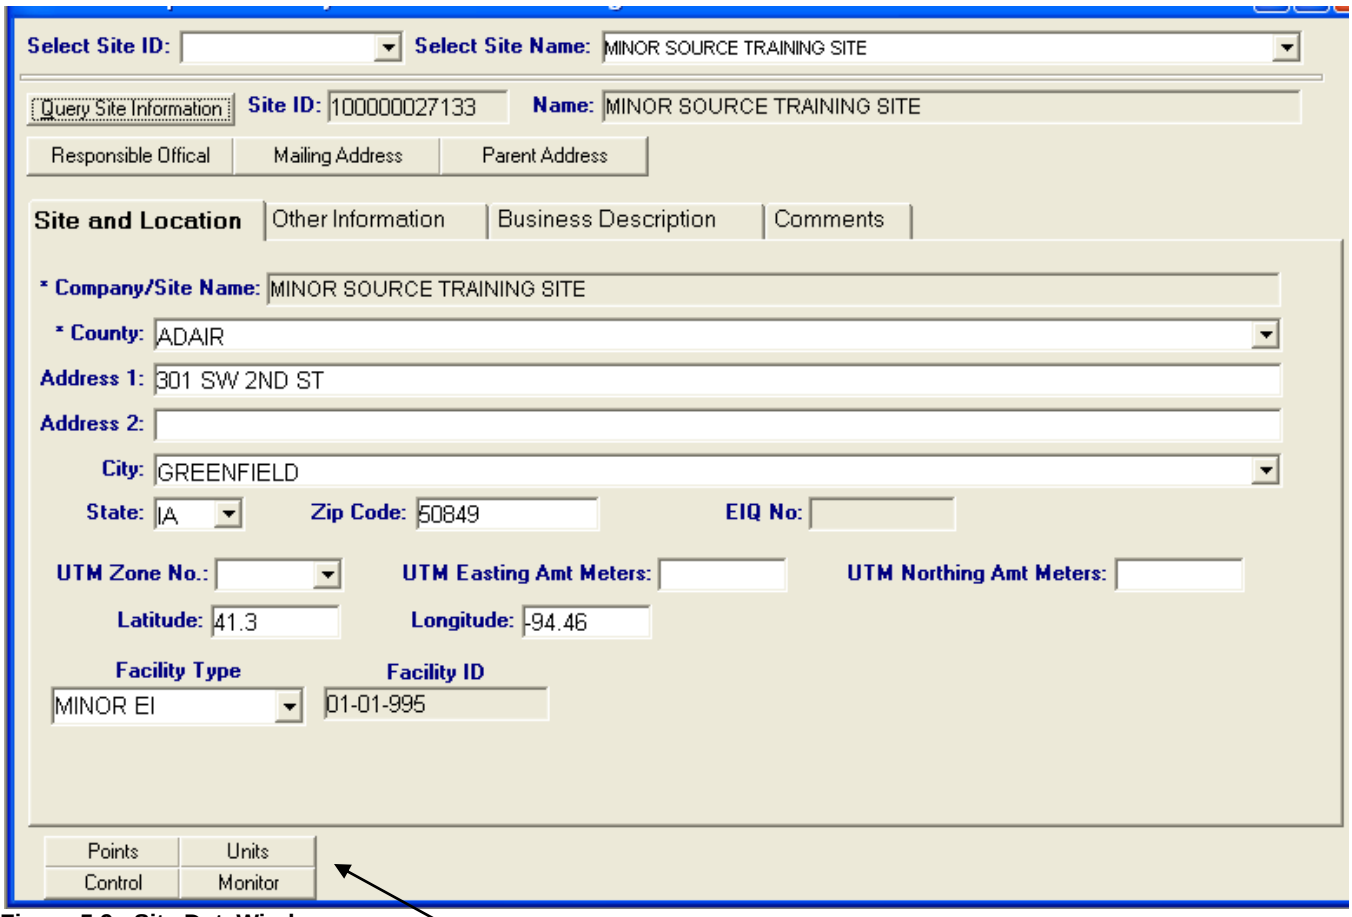

Figure 5.9 –Site DataWindow
3. Once the site has been selected, click the **Query Site Information** button to display the site information as shown in Figure 5.9.
- Correcting or adding information such as business description, SIC code, NAICS code, facility classification, number of employees, responsible official contact information, mailing address, and/or parent company address. **Do not make any changes to the information displayed on the Site and Location tab (see Figure 5.9). If changes are needed to the information included under this tab, please contact the AQB, since this information affects other AQB/DNR databases**.